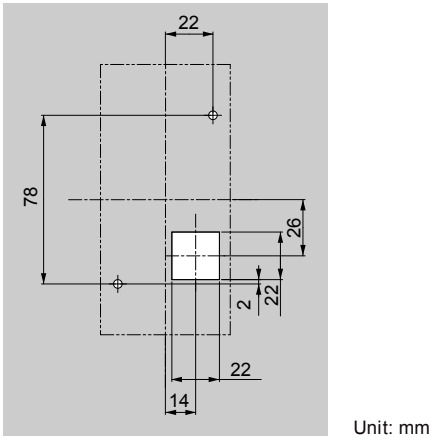

Figure 2.12 Panel Cut-Out Dimensions (External/Face-Mount Installation)
1. Cut an opening in the enclosure panel for the digital operator as shown in ***Figure 2.12***.